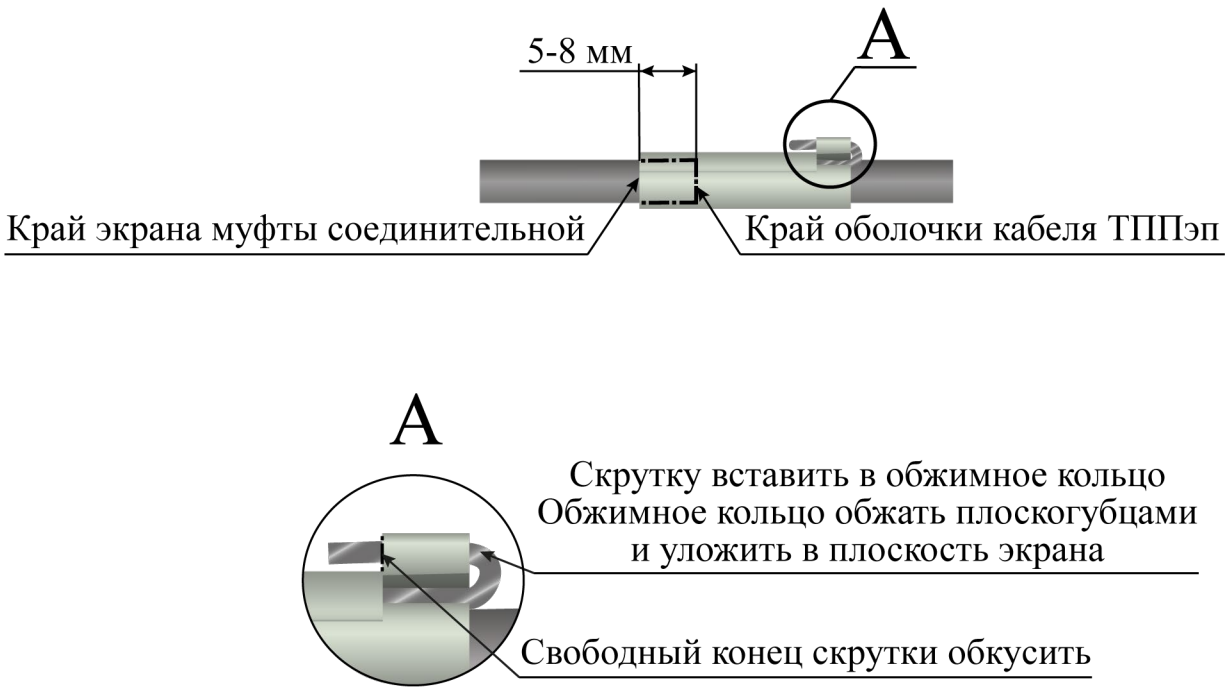

Рисунок 4.17
– скрутку экранных проводников вставить в обжимное кольцо экрана муфты соединительной, продеть 2 раза и обжать плоскогубцами (рисунок 4.17);